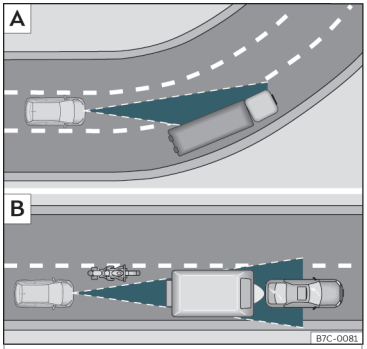

Fig. 154 A Vehicle on a bend. B Motorcyclist ahead, out of range of the radar sensor.
The ACC may not detect the vehicle in front on a curve, or may regulate the distance from vehicles in other lanes››› **Fig. 154** A.
- Vehicles that are not aligned while driving or that are outside the sensor's detection area, such as motorcycles››› **Fig. 154** B